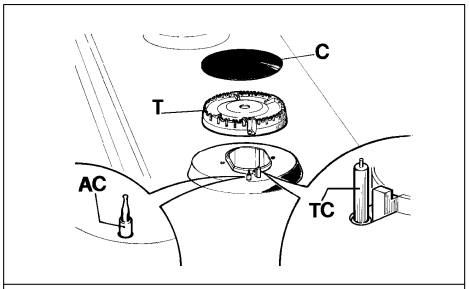

**AFB. 6**
Indien u het oppervlak van het werkvlak glanzend wilt houden is het heel belangrijk het na ieder gebruik met een lauw sopje te wassen, het af te spoelen en af te drogen. Op dezelfde manier moeten ook de geëmailleerde roosters, de geëmailleerde kapjes “C” en de branderkoppen “T” (zie afb. 6) gewassen worden.
- ***Controleer of de inkepingen van de branderkoppen “T” (afb. 6) niet verstopt zijn door vreemde voorwerpen.***
- ***Vergewis u ervan dat het geëmailleerde kapje “C” (afb. 6) juist op de branderkop geplaatst is. Aan deze voorwaarde is voldaan wanneer het kapje volledig stabiel op de branderkop rust.***